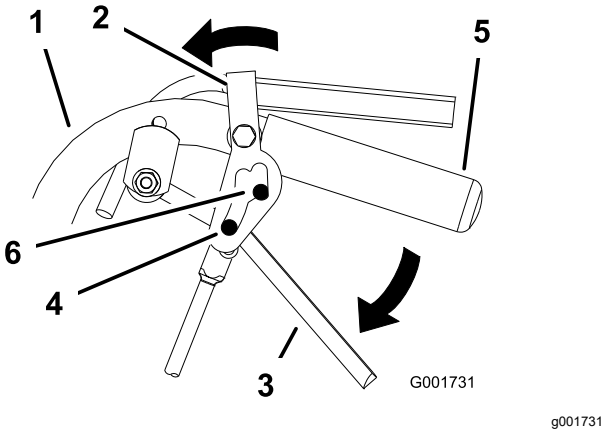

Figuur 9
2. Zet uw duimen op het bovenste gedeelte van de vergrendelingen en beweeg deze naar voren totdat de pennen zich in de sleuf voor Vooruit bevinden (Figuur 9).